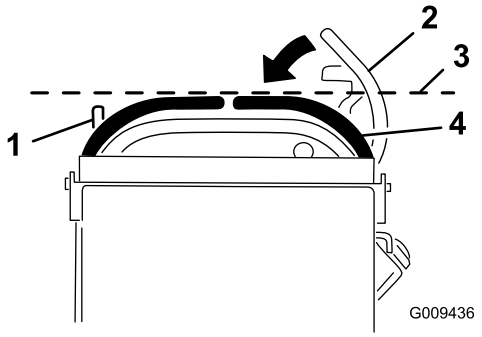

**Figur 69**
3. Skyv høyre bevegelseskontrollspak ned og ut av nøytral, låst stilling (Figur 69).
4. Kontroller at den står på vannrett linje med venstre bevegelseskontrollspak (Figur 69).